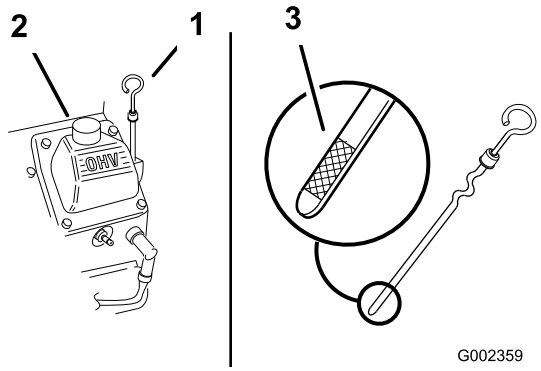

**Rysunek 16**
2. Oczyść obszar wokół wskaźnika poziomu oleju (Rysunek 16), aby brud nie wpadł do otworu napełniania i nie uszkodził silnika.
3. Wyjmij wskaźnik poziomu, wytrzyj go do czysta i ponownie włóż go do oporu (Rysunek 16).
Poziom oleju powinien dochodzić do oznaczenia Full (pełny) na metalowej końcówce wskaźnika poziomu (Rysunek 16).
5. Jeśli poziom oleju znajduje się poniżej oznaczenia Full (pełny), odkręć korek wlewu (Rysunek 16) i dolej oleju do poziomu oznaczenia Full (pełny) na wskaźniku poziomu. **Nie dodawaj za dużo oleju.**